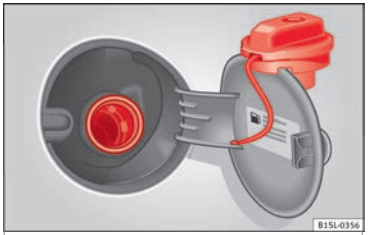

Fig. 39 Open fuel tank flap with tank cap in the holder
- Take out the fuel tank plug by turning it in an anticlockwise direction and rest it on the upper part of the fuel tank flap ››› Fig. 39.